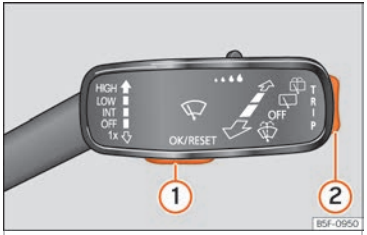

Fig. 71 Levier d'essuie-glace : touches de contrôle.
Lorsqu'un message d'avertissement de priorité 1 ››› page 83 s'affiche, aucun menu n'est accessible. Certaines alertes peuvent être confirmées et masquées en appuyant sur la touche ››› fig. 71 ①.